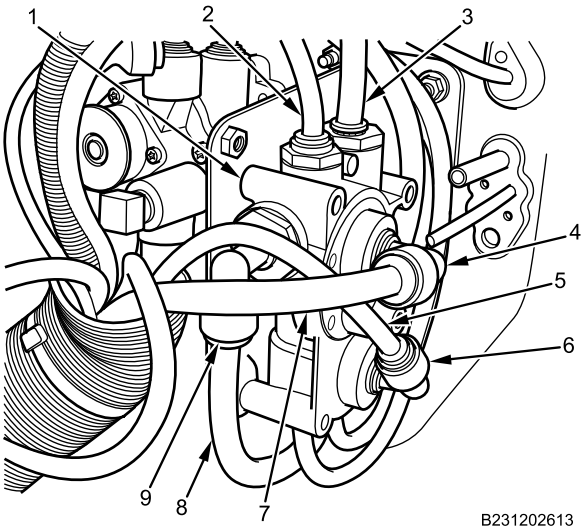

Figure 12. Tractor Protection Valve Upper Air Lines.
3. Connect angle fitting (Figure 12, Item 9) on tractor protection valve (Figure 12, Item 1).
4. Connect large ORANGE air line (Figure 12, Item 8) on angle fitting (Figure 12, Item 9).
5. Connect angle fitting (Figure 12, Item 6) on tractor protection valve (Figure 12, Item 1).
6. Connect small RED air line (Figure 12, Item 5) on angle fitting (Figure 12, Item 6).
7. Connect angle fitting (Figure 12, Item 4) on tractor protection valve (Figure 12, Item 1).
8. Connect large BLUE air line (Figure 12, Item 7) on angle fitting (Figure 12, Item 4).
9. Connect large GREEN air line (Figure 12, Item 3) on tractor protection valve (Figure 12, Item 1).
10. Connect small BLUE stop light switch supply air line (Figure 12, Item 2) on tractor protection valve (Figure 12, Item 1).